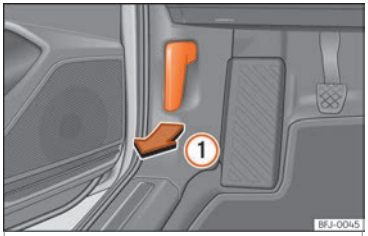

Fig. 13 Palanca de desbloqueo en el espacio reposapiés del conductor.
- Abra la puerta y tire de la palanca que hay debajo del tablero de instrumentos ››› **fig. 13** ①.